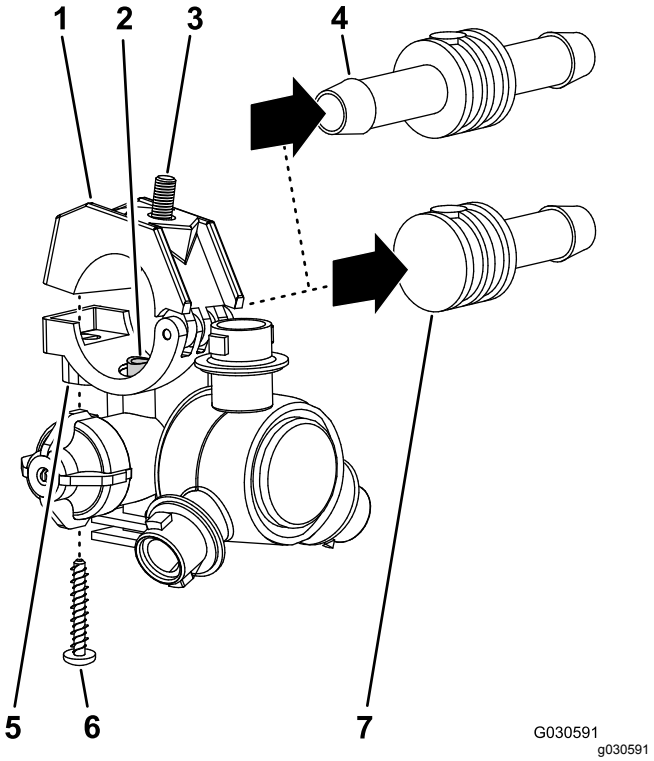

Figur 72
2. Ta bort skruven av rostfritt stål (#12 x 1 1/4 tum) som fäster den övre halvan av klämman och slangskaftet med en eller dubbel hulling (3/4 tum) på sprutmunstyckshuset och ta loss slangskaftet med hulling och slangen från munstycket (Figur 72).